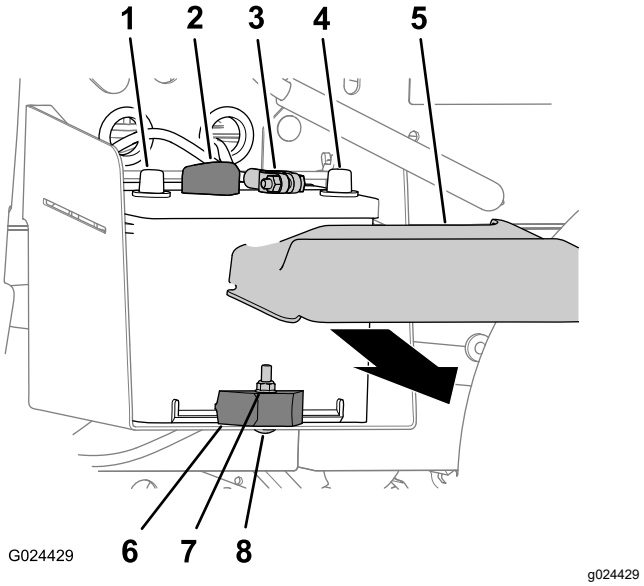

**Figur 52**
1. Kläm på batterikåpans sidor och ta bort kåpan ovanpå batteriet (Figur 52).
2. Ta bort batteriets minuskabel från batteriuttaget (Figur 52).
3. Koppla bort batteriets pluskabel från batteriet (Figur 52).
2. Ta bort låsmuttern, vagnskruven och batteriklämman som fäster batteriet vid batterilådan (Figur 52).
3. Ta ut batteriet ur batterilådan (Figur 52).
1. Rikta in batteriet efter maskinens batterilåda (Figur 52).
**Obs:** Kontrollera att batteriets plus- och minuspoler har riktats in enligt Figur 52.
2. Fäst batteriet vid batterilådan med batteriklämman, vagnskruven och låsmuttern (Figur 52).
1. Anslut den positiva batterikabeln till batteriet (Figur 52).
2. Anslut den negativa batterikabeln till batteriet (Figur 52).
3. Montera batterikåpan på batteriet (Figur 52).